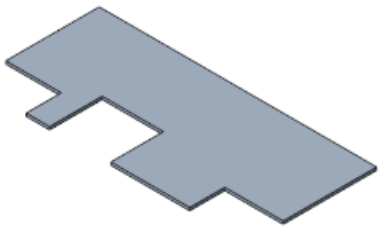

Figure 14-87 *Isometric view of the model*
5. Enter **1** in the **Thickness** edit box of the **Planar** dashboard and choose the **OK** button from the dashboard to complete the creation of the feature. The model similar to the one shown in Figure 14-87 is displayed in the drawing area.